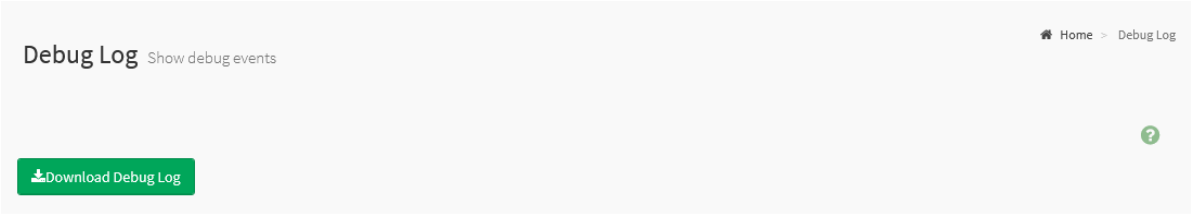

Рис. 111. Окно «Debug Log»
7) Пройдите во вкладку «Logs & Reports» → «Debug Log» предоставляет функцию загрузки файла журнала отладки, которая позволяет пользователям загружать все журналы отладки, хранящиеся в системе BMC, и диагностировать состояние системы BMC. Кнопка «Download Debug Log» позволяет выгрузить журнал отладки. Окно показано на рис. 111 Окно «Debug Log»